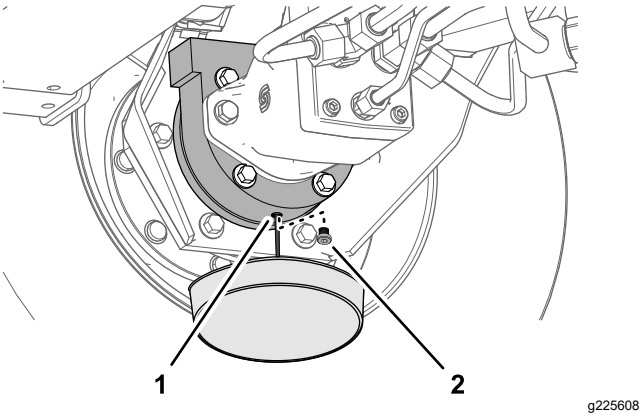

**Рисунок 103**
6. Подставьте сливной поддон под корпус тормоза, снимите пробку сливного отверстия и дайте маслу полностью стечь (Рисунок 103).